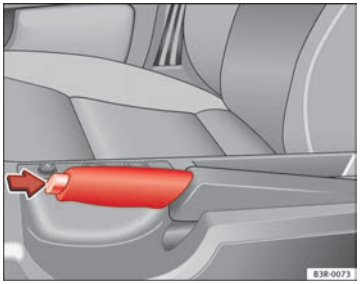

Fig. 152 Detailed view of the centre console: Handbrake on
– Pull the lever up slightly and *at the same time* press in the release button ⇒ Fig. 152 (arrow).